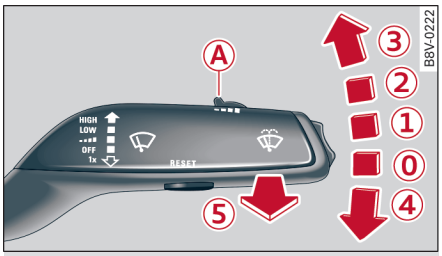

图 55 车窗玻璃刮水器操纵杆：前刮水装置的操纵（示例：不带后窗玻璃刮水器的汽车）
▸ 为将车窗玻璃刮水器置于维护位置，请关闭点火开关，将车窗玻璃刮水器操纵杆短时间置于位置 ④ ⇨ *49 页，图 55*。
▸ 为将车窗玻璃刮水器置于初始位置，请打开点火开关，将车窗玻璃刮水器操纵杆置于位置 ④ ⇨ *49 页，图 55*。